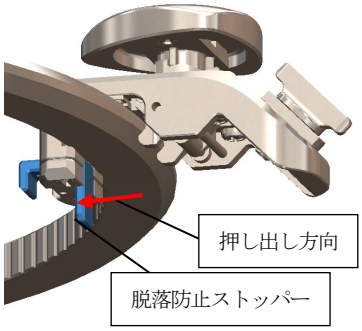

図 5-1
(5)-1 脱落防止ストッパーを外側へ押し出してください。(図 5-1)